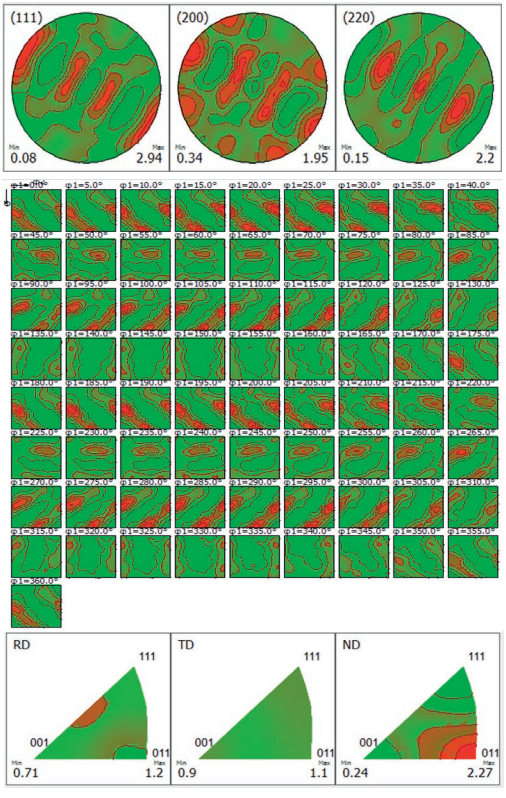

Figure 2: Results of DIFFRAC.TEXTURE Analysis of a Copper Sheet; Reconstructed Pole Figures (top), ODF (middle), Inverse Pole Figure (bottom).
The copper sheet shows a fairly complex texture, likely resulting from a rolling process used to produce the material. Although the ODF, shown in the middle of Figure 2, seems quite complex, it represents a classic rolling texture. The inverse pole figure of the copper sheet, shown in the bottom image of Figure 2, shows a strong (011) orientation normal to the surface and a weak (112) component in the normal direction.